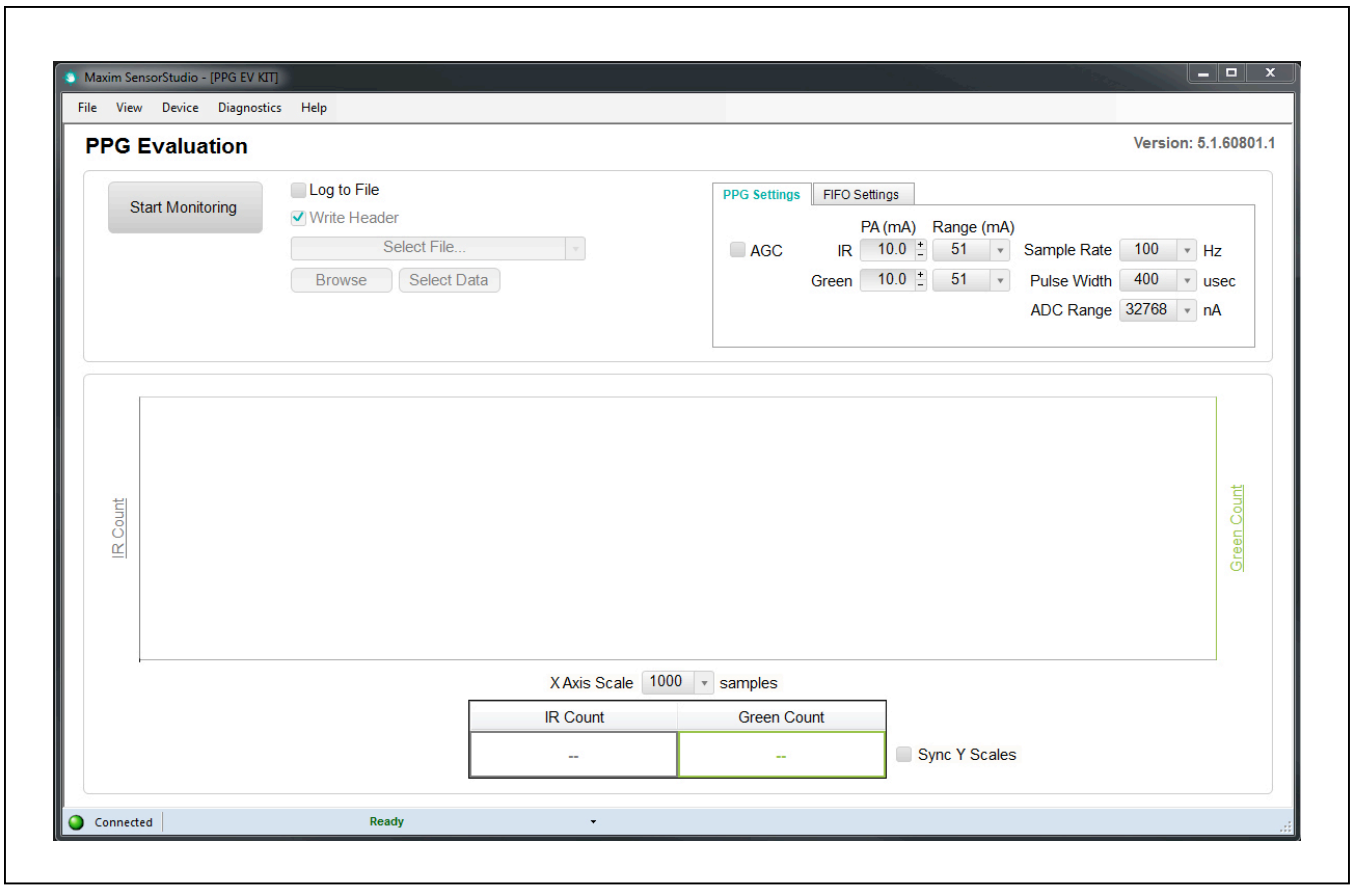

Figure 6. Maxim SensorStudio GUI – PPG Evaluation Page
8) From the top menu, choose **View** and then click on “*PPG_EvKit*”. The MAX86160 PPG evaluation page will then appear, as shown in Figure 6.